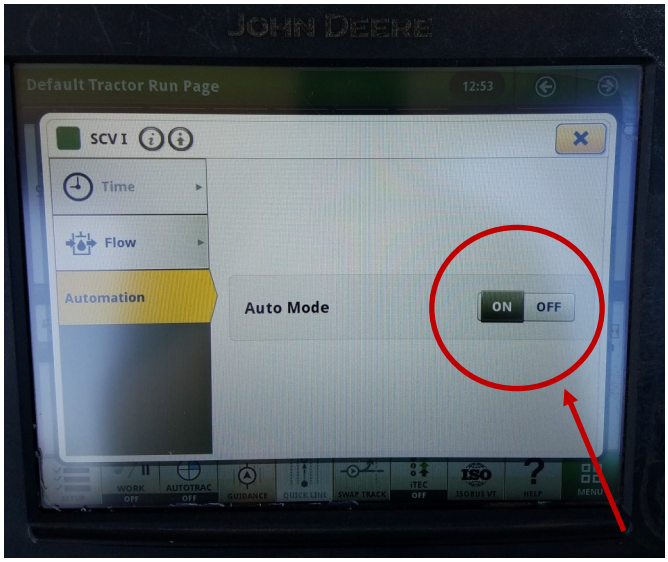

Figure 7-45:
4. Make sure “AUTO MODE” is on. See Figure 7-45.